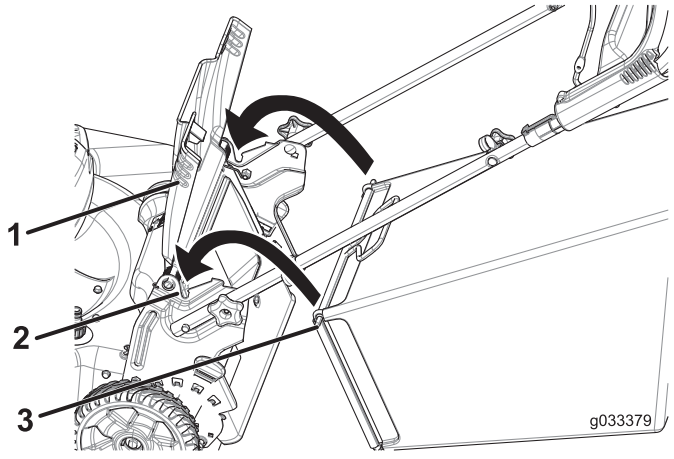

Bild 21
1. Heben Sie das hintere Ablenkblech an und halten Sie es hoch (Bild 21).
2. Setzen Sie den Grasfangkorb ein, stellen Sie sicher, dass die Stifte am Fangkorb in den Kerben am Griff sind (Bild 21).